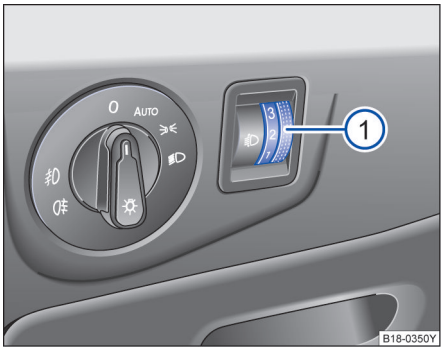

图 70 在方向盘旁边：大灯照明距离调节的调节器
大灯照明距离调节⇒图 70①根据设定值将大灯光束与汽车的负荷状态无级匹配。因此驾驶员具有最大可能的视野并且不会给对面的道路使用者造成眩目⇒⚠。
要调节时转动调节器⇒图 70①：